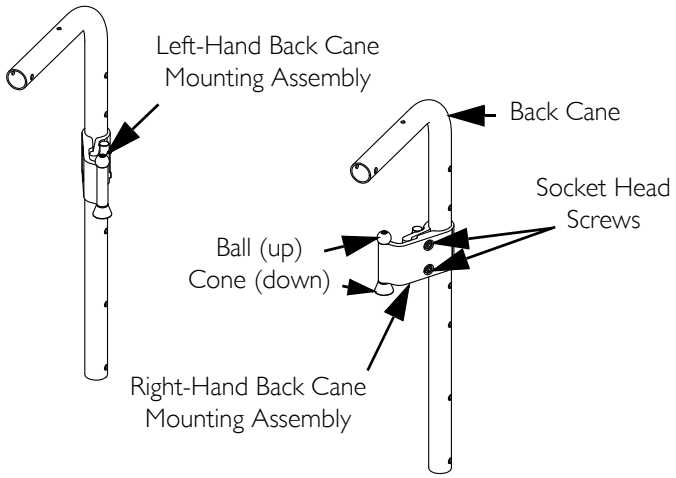

**FIGURE 2.1** Check hardware orientation
*NOTE: For this procedure, refer to FIGURES 2.1 through 2.3.*
*NOTE: There is a left-hand and a right-hand back cane mounting assembly used with each InTouch PCS Positioning Back. When installed properly, the ball is up and the cone is down, as shown in FIGURE 2.1.*